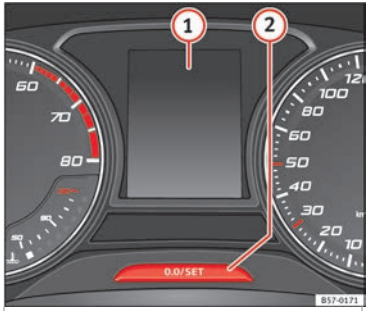

Fig. 48 Instrument panel
The service interval indication appears on the instrument panel display ››› **Fig. 48** (1).